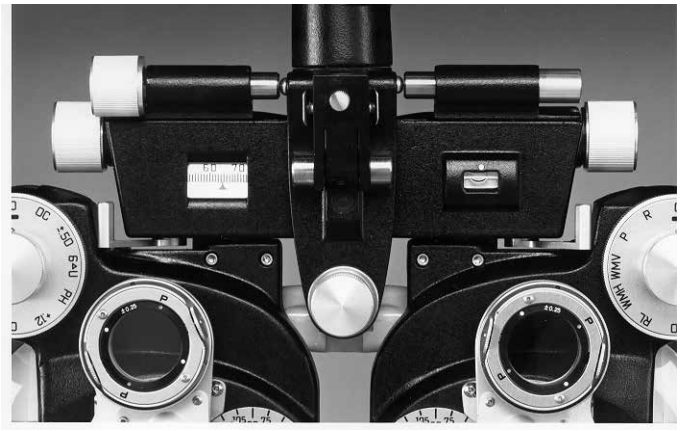

Figura TM-1 Alavancas de vergência para fora (testes de hipermetropia)
1. Todos os testes de hipermetropia (retinoscopia estática, subjetiva, forometria) geralmente são realizados com as Alavancas de vergência totalmente para fora. Consulte a Figura TM-1.